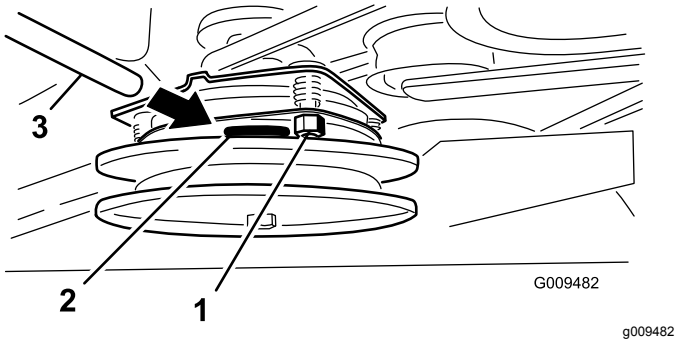

Figuur 59
5. Draai de borgmoeren aan totdat de voelermaat licht is vastgeklemd maar gemakkelijk binnen de spleet kan bewegen (Figuur 59).